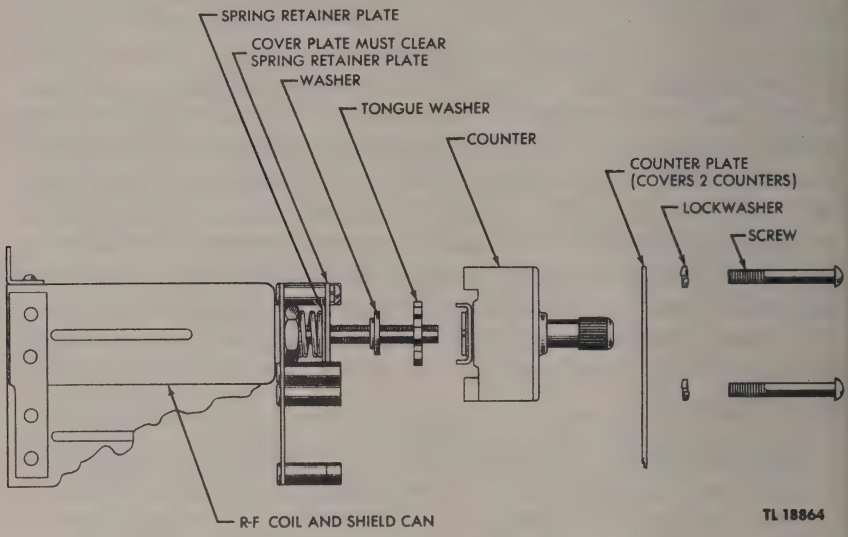

Figure 51. Counters on r-f coils, assembly.
e. Counters. Counters and their cover plates of SETTING NO. 1 through NO. 6 are held in place with four screws (fig. 51). In replacing counters, carefully note the reading of the ones removed and set the replacements to these readings before assembling on tops of the coils. Make sure that washers and tongued bushings are placed on the threaded core inserts in the order shown before assembly. The parts may fall off if the set is turned over.